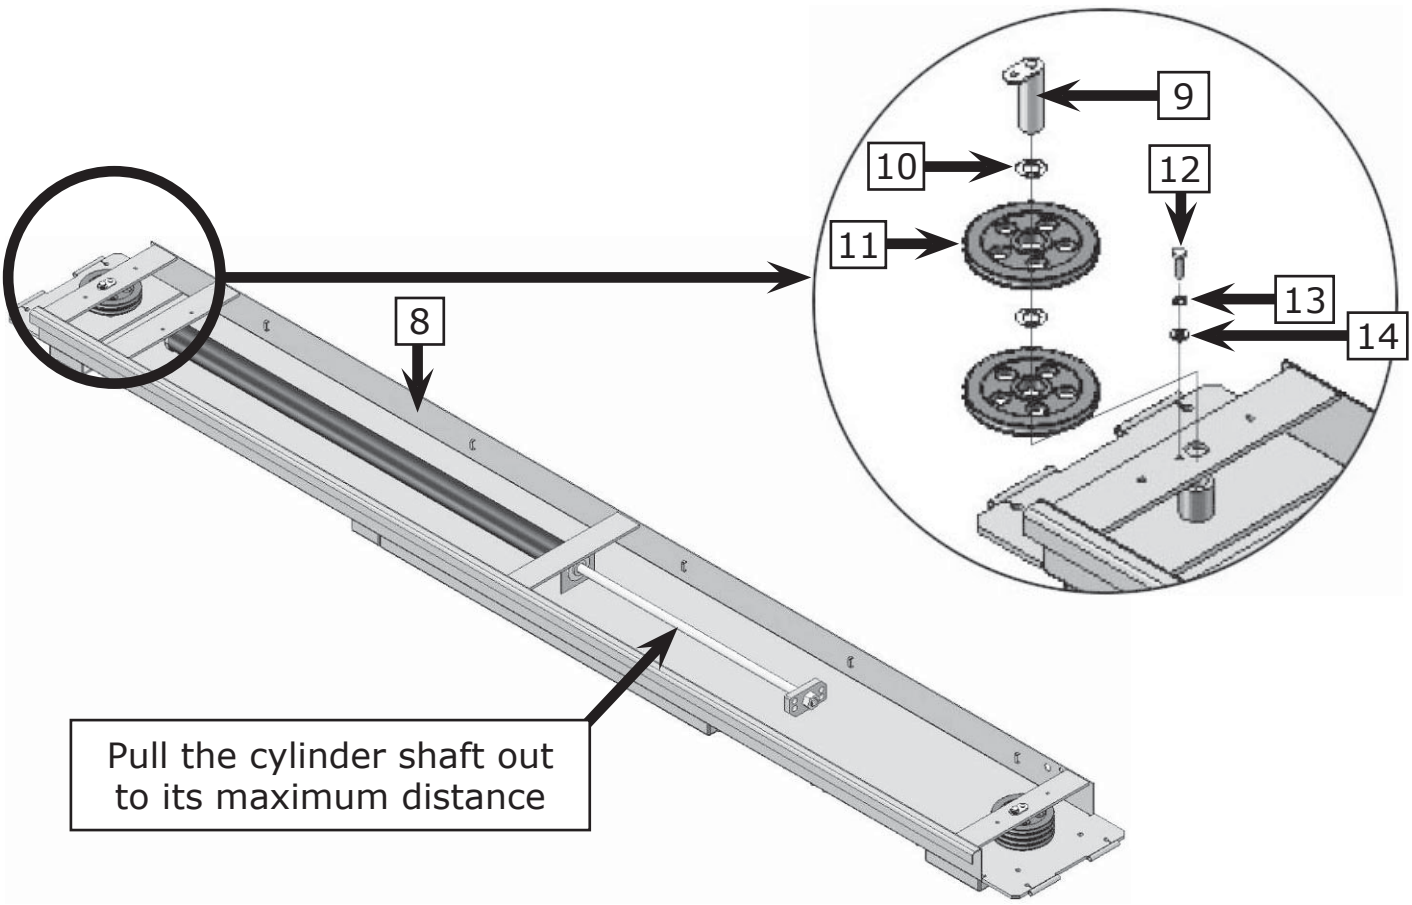

Fig. 18
1. Loosen one side of the pulley **(See Fig. 18).**